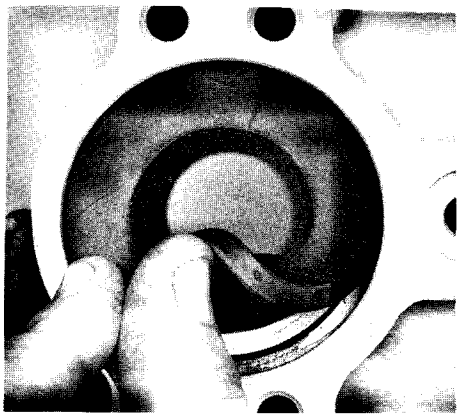

Figure 23
18. Remettre en place la bride supérieure de l'Hydratube (figure 23) et recentrer l'Hydratube.